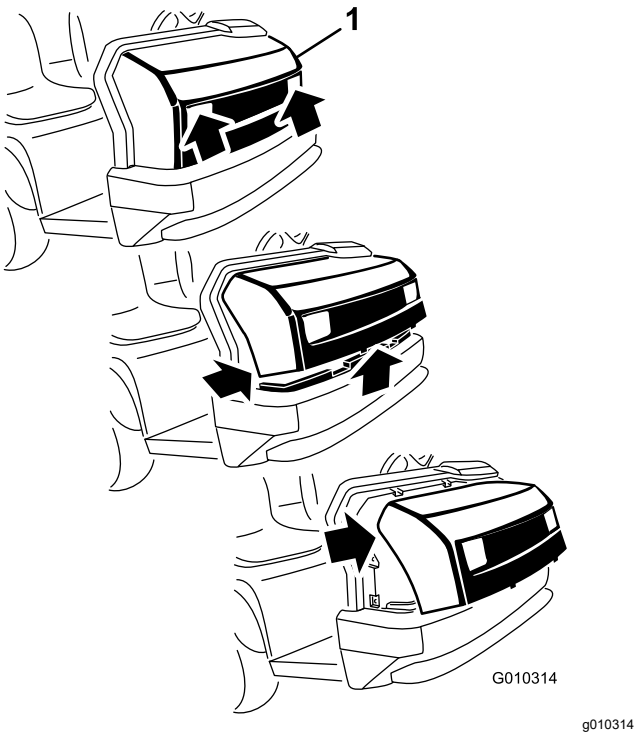

Figura 1
1. Afferrate il cofano dalle aperture dei fari, sollevatelo per sganciare le linguette di montaggio inferiori dalle fessure del telaio (Figura 1).
3. Ruotate in avanti la parte superiore del cofano e scollegate i connettori dei fili dai fari (Figura 1).
1. Allineate il cofano alla parte frontale della macchina (Figura 1).
3. Ruotate il cofano all'indietro e inserite le linguette di montaggio sulla parte superiore del cofano nelle fessure sul cruscotto della macchina (Figura 1).
4. Ruotate il cofano verso il basso e inserite le linguette sulla parte inferiore del cofano nelle fessure sul paraurti (Figura 1).